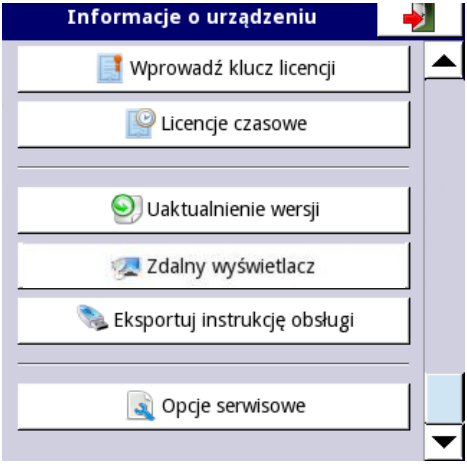

*Rys. 7.42. Przykładowy widok menu **Informacje o urządzeniu** cd.*
Przycisk **Wprowadź klucz licencji** (patrz **Rys. 7.42**) pozwala na wprowadzenie klucza zakupionego u producenta, w zależności od którego użytkownik aktywuje dodatkowe opcje oprogramowania zwiększające funkcjonalność urządzenia. Po wprowadzeniu i zaakceptowaniu klucza licencji urządzenie automatycznie uruchamia się z nowymi opcjami oprogramowania (np: w przypadku wpisania klucza licencji na rejestrowanie danych w menu **Informacje o urządzeniu** w akapicie **Licencje** pojawi się tekst „**Rejestracja: aktywna**” - patrz **Rys. 7.42**).
Przycisk **Licencje czasowe** (patrz **Rys. 7.42**) pozwala aktywować jednorazowo 30-dniową licencję na daną funkcjonalność, jeżeli nigdy wcześniej dana funkcjonalność nie była aktywna (30-dniowo lub bezterminowo). Po wyborze i zaakceptowaniu klucza licencji urządzenie automatycznie uruchomi się z nowymi opcjami oprogramowania (np: w przypadku wybrania klucza licencji na powiadomienia e-mail w menu **Informacje o urządzeniu** w akapicie **Licencje** pojawi się tekst „**Powiad. e-mail: aktywna przez 30 dni**" - patrz **Rys. 7.42**).
Przycisk **Uaktualnienie wersji** (patrz **Rys. 7.42**) umożliwia aktualizację oprogramowania urządzenia. Aby przeprowadzić proces aktualizacji należy:
- umieścić dysk flash w porcie USB urządzenia (niektóre dyski o wysokiej pojemności nie są wspierane, najlepszym wyborem dysk o pojemności 2GB) - uruchomić proces aktualizacji wciskając przycisk **Uaktualnienie wersji** (patrz **Rys. 7.42**).
Przycisk **Opcje serwisowe** (**Rys. 7.42**) umożliwia: